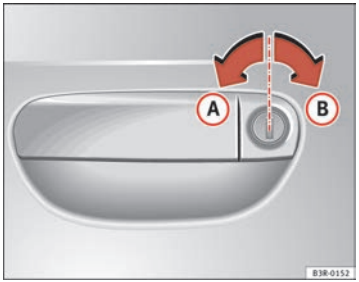

Fig. 70 Turning the key to enable the open and close functions
– To unlock the vehicle, turn the key in the driver door to position (A) ⇒ fig. 70.
– To lock the vehicle, turn the key in the driver door to position (B) ⇒ fig. 70 ⇒ ⚠.
To do so, turn the key in the driver door **twice** in quick succession to position (B) ⇒ page 99, fig. 70.